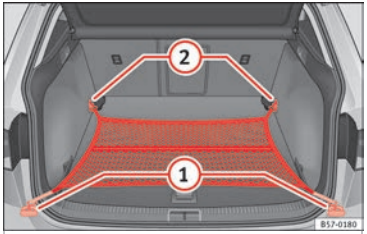

Fig. 167 In the luggage compartment: net bag hooked to the ground.
- As applicable, lift the front fastening rings ››› **Fig. 167** ②.
- Secure the net hooks to the fastening rings ② ››› ⚠. The bag zip should be facing upwards.
- Secure the net hooks to the fastening rings ①.